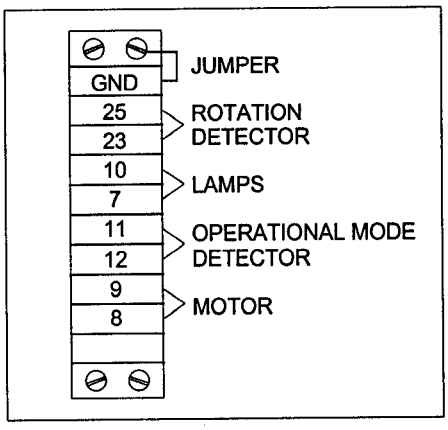

Figure 3-6
e. Wiring shall be 12 AWG minimum for the lamp and motor circuits and 14 AWG for the rotation detector and lampchanger position (if monitored). Wires shall have insulated spring spade lugs and terminated as shown in figure 3-6.